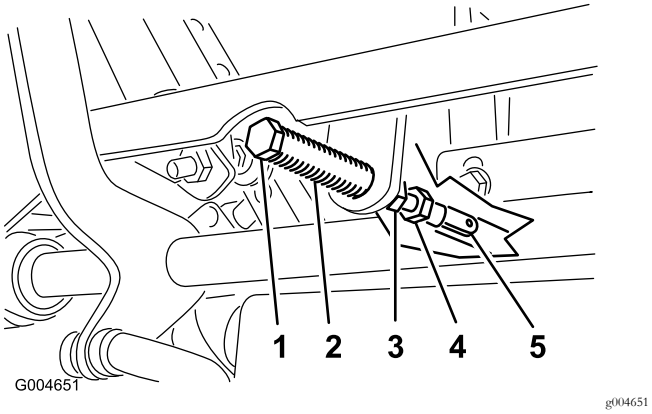

Figur 54
5. Træk håndtaget tilbage, indtil gaffelbolten (på en arm over drejeakslen) berører enden af åbningen (begynder netop at lægge tryk på fjederen) som vist i Figur 54.
7. Hvis justering er nødvendig, skal møtrikken og kontramøtrikken løsnes mod gaflen (Figur 54).
8. Foretag et let, bagudgående tryk mod bevægelseshåndtaget, drej hovedet på justeringsbolten i den relevante retning, indtil håndtaget sidder i midten i den NEUTRALE LÅSEPOSITION (Figur 54).
9. Spænd møtrikken og kontramøtrikken (Figur 54).
10. Stram kontramøtrikkerne ved kugleleddene (Figur 54).